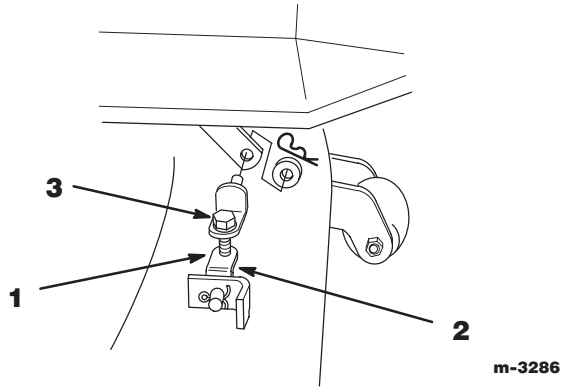

Figure 16
6. To adjust front-to rear blade level loosen jam nuts on front adjustable links. (Fig. 16).
7. Rotate the bolt on front adjustable links to change front-to rear blade level (Fig. 16).